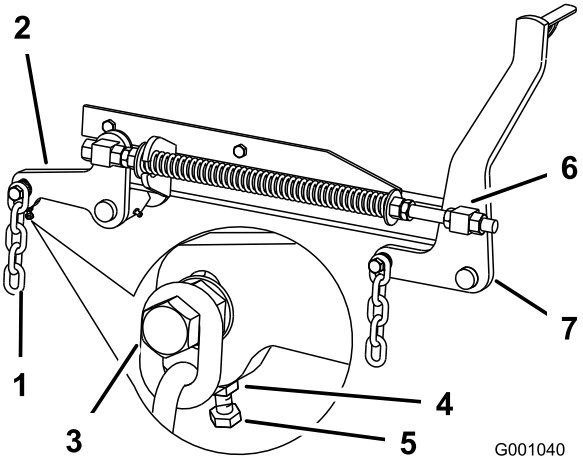

Figur 76
7. Hvis målingene ved stillingene **B** eller **C** ikke er korrekte, løsne bolten som fester den bakre kjeden til den bakre støtten (Figur 76).
8. Løsne låsemutteren under den bakre støttearmen og juster justeringsbolten for å få en måling på 79 til 83 mm (Figur 76).
7. Løsne de fremre svivellåseskruene, foran på høyre og venstre svivel, ca. 13 mm (Figur 76).
8. Juster hevemutteren på både venstre og høyre side av maskinen for å oppnå 6–10 mm lavere foran ved **A** enn bak ved **B** (Figur 76).